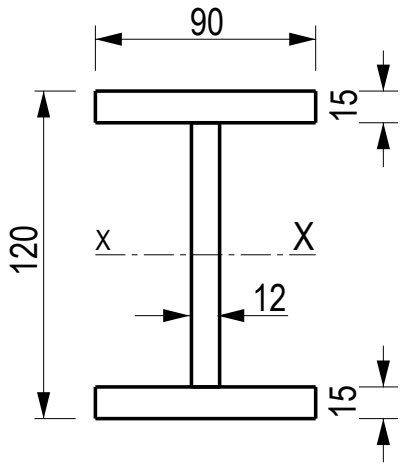

FIGURE 7 (12)
7.2 A built-up I-section situated about the x-x axis, shown in FIGURE 7, consists of two 90 mm × 15 mm thick flange plates and 12 mm thick web. The overall height of the section is 120 mm.